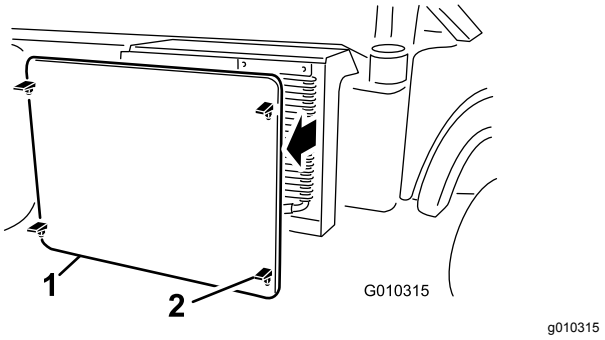

Figur 68
5. Løsn og fjern kølergitteret foran på køleren (Figur 68).